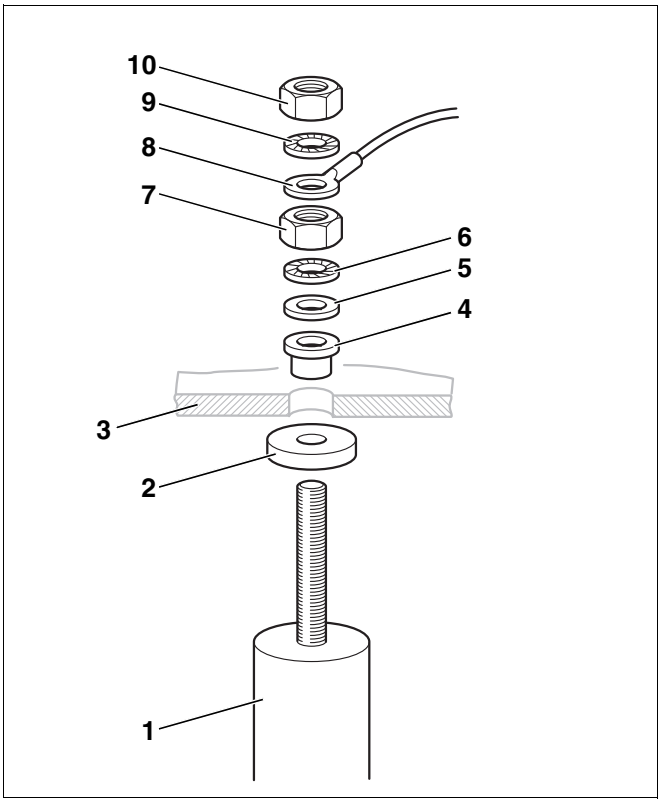

Rys. 16 Wymiana anody magnezowej
- Sprawdzić zużycie anody magnezowej (rys. 16, **poz. 1**). Anodę magnezową należy wymienić, jeżeli jej średnica wynosi ok. 15 – 10 mm.
- Odkręcić nakrętkę M8 (rys. 16, **poz. 10**), aby umożliwić poluzowanie okrągłego uchwytu kabla uziemiającego (rys. 16, **poz. 8**).
- Odkręcić nakrętkę M8 (rys. 16, **poz. 7**).
- Zdjąć pokrywę otworu wyczystkowego (rys. 16, **poz. 3**) z anody magnezowej (rys. 16, **poz. 1**).
- Zamontować nową anodę magnezową wraz z wszystkimi dołączonymi drobnymi elementami, patrz rysunek 16 obok.